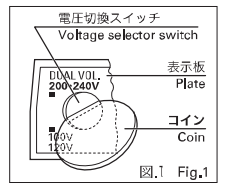

図.1　Fig.1
- 電圧切換スイッチの溝にコインを入れて押しながら回し、ご希望の電圧にセットしてください。(図.1)
- Fit a coin into the slot of the voltage selector switch and turn it to the required voltage setting while pressing. (Fig. 1)